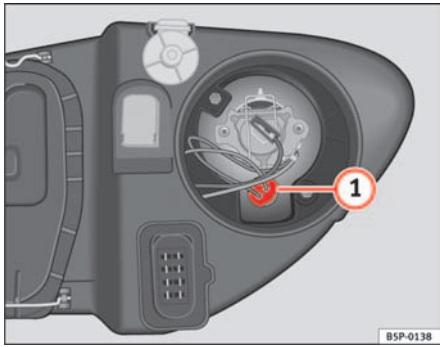

Fig. 185 Side lights
– Extract the lamp holder ⇒ fig. 185 (1) outwards.